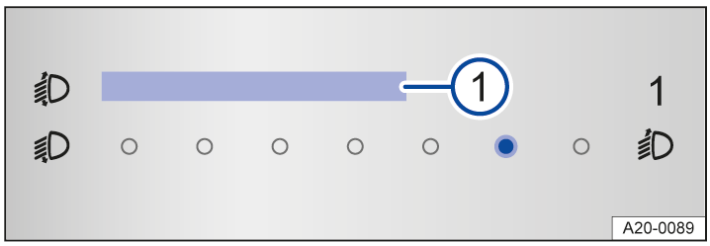

Fig. 1 In the Infotainment system: touch slider for headlight range control.
Depending on the vehicle equipment, the headlight range can be adjusted in the Infotainment system → *Fig. 1* (1) , →⚠.
2. Tap the Lighting function button to open the Headlight range control menu option → *Fig. 1* (1).